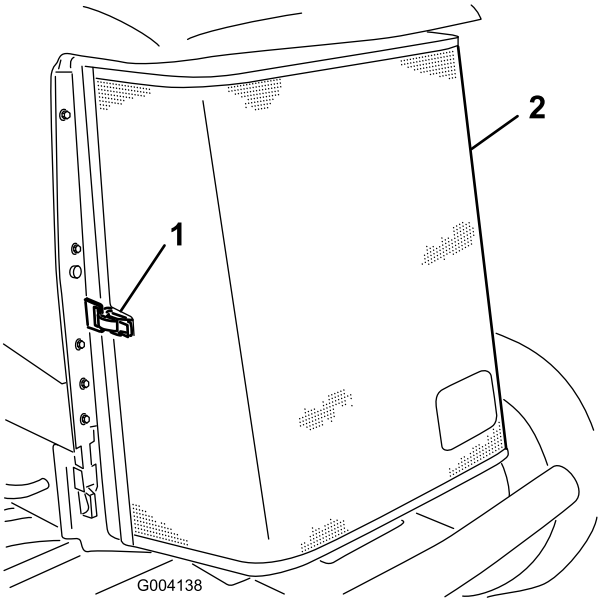

Figur 63
3. Lås klemmen op, og drej kølergitteret for at åbne det (Figur 63).